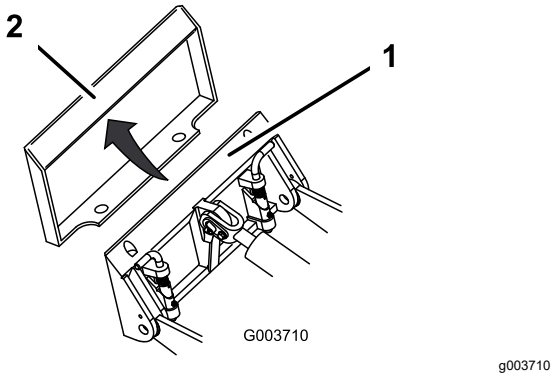

Figuur 15
4. Plaats de bevestigingsplaat in de bovenste lip van de ontvangerplaat op het werktuig (Figuur 15).